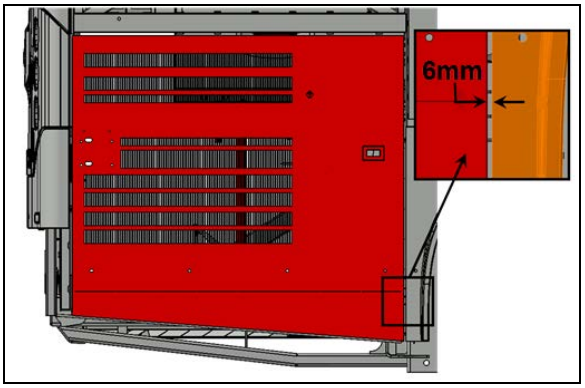

FIGURE 111
7. Check the gap between the door and the adjacent panel at the level of the lower attachment point of the arm on the door. The gap should be ¼" (6 mm) (FIGURE 111).